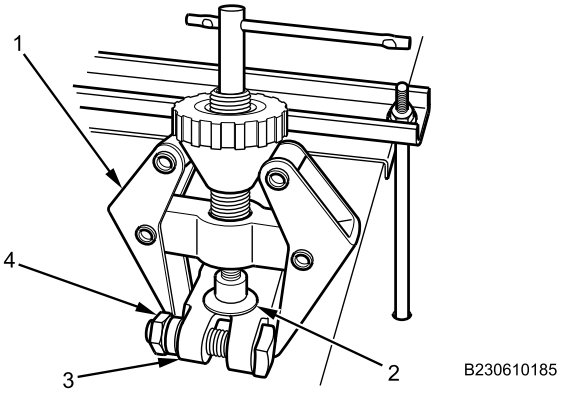

Figure 1. Battery Stud Adapter Terminal Clamp Removal.
1. Loosen nut (Figure 1, Item 4) from battery stud adapter terminal clamp (Figure 1, Item 3).
2. Using battery clamp puller (Figure 1, Item 1), remove battery stud adapter terminal clamp (Figure 1, Item 3) from battery terminal (Figure 1, Item 2).